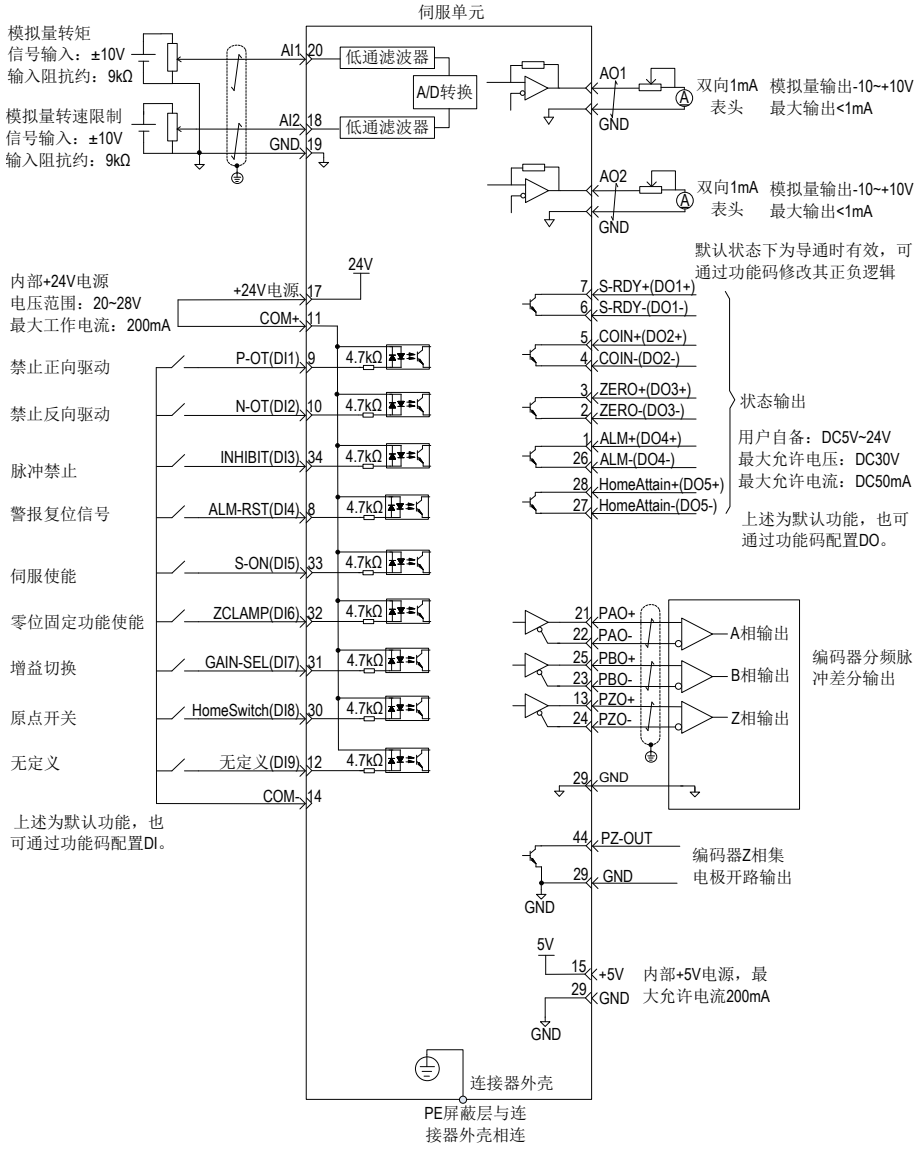

图 4-13 转矩模式配线图
3. 参考图 4-13 配线说明连接 CN1 端子中必要的 DI/DO 及转矩指令来源、速度限制等信号。